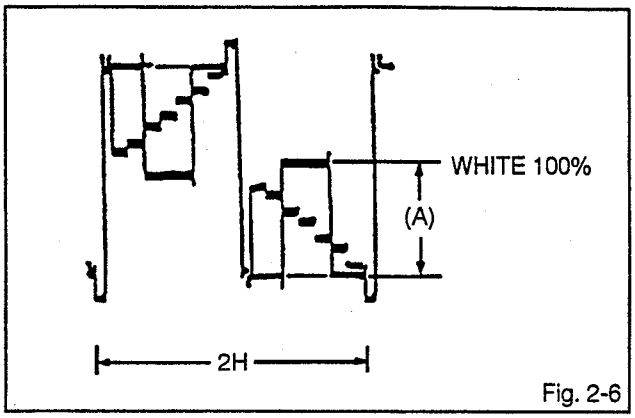

Fig. 2-6
3. Adjust the **VR7007** until the waveform point (A) becomes 3.5 ± 0.1Vp-p. **(Refer to Fig. 2-6)**